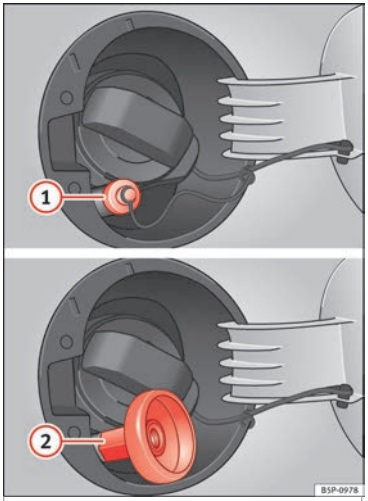

Fig. 140 Fuel tank open with LPG filler neck and adapter
- Remove the plug from the gas filler mouth ››› **Fig. 140** (1).
- Screw the required adapter (2) onto the LPG gas filler neck.